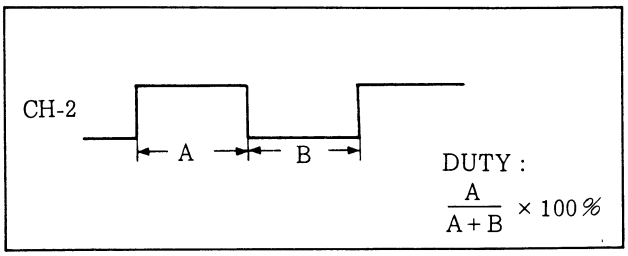

図5-17. FGアンプ直流バイアス調整 (3)
(3) オシロスコープのCH2をIC501-⑳ピン(TP506)に接続する。
(4) IC506の⑧ピン(TP514)と5V(TP507)をショートし，CH2の波形のDUTY比が45%になるようにRV510で調整する。(図5-17参照)